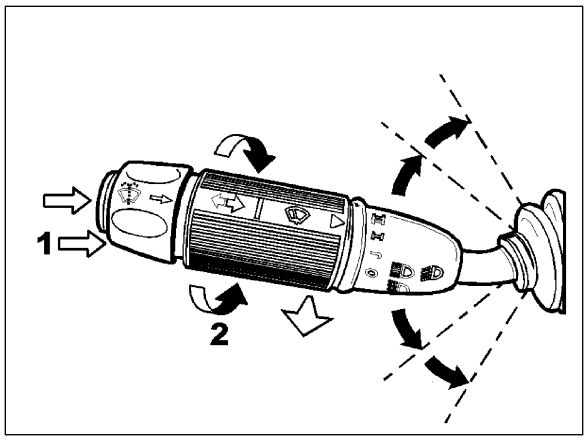

FIGURE 65: MULTIFUNCTION LEVER 23133
Turn the multifunction lever forward to activate windshield wipers (item 2, Figure 65). The first position operates the wipers at low speed and the second position operates the wipers at high speed. Turning the lever backwards will operate the wipers in the intermittent mode.
The windshield washer pumps are electrically operated and are controlled by a washer control ring on the multifunction lever (item 1, Figure 65).